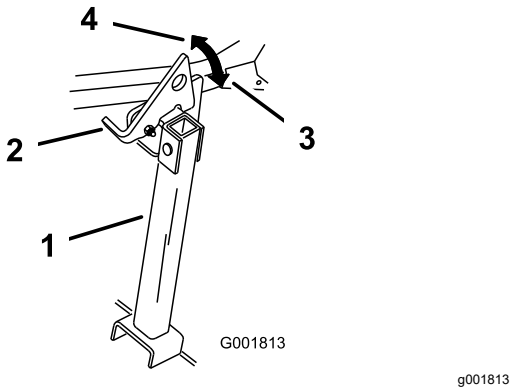

Figur 46
2. Løft klinken til ulåst position (Figur 46).